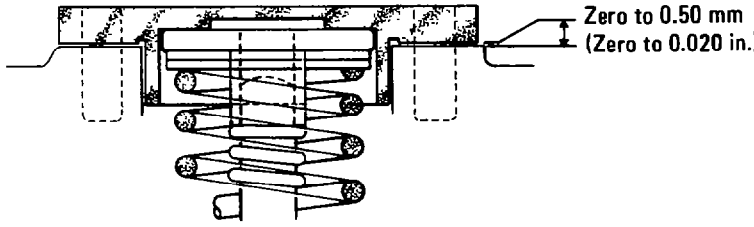

Fig. 133 — Checking Governor Outer Spring Clearance
r. Remove the gap gauge and install the outer spring (item 78) and shims (item 76). Install the gap gauge and check that the gap between the flange surface of the gauge and the governor housing is between zero and 0.50 mm (zero to 0.020 in.) see fig. 133. Replace the shims with thicker or thinner shims as necessary to obtain the correct dimension.